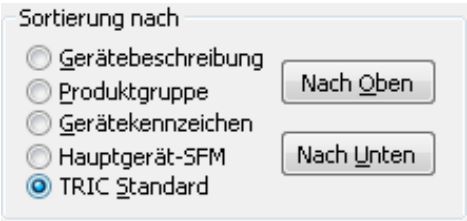

Bild 29.2 – Feldgeräte für die Infoliste sortieren
- dem *TRIC Standard,* also von links nach rechts und von unten nach oben (Abb. 29.2).